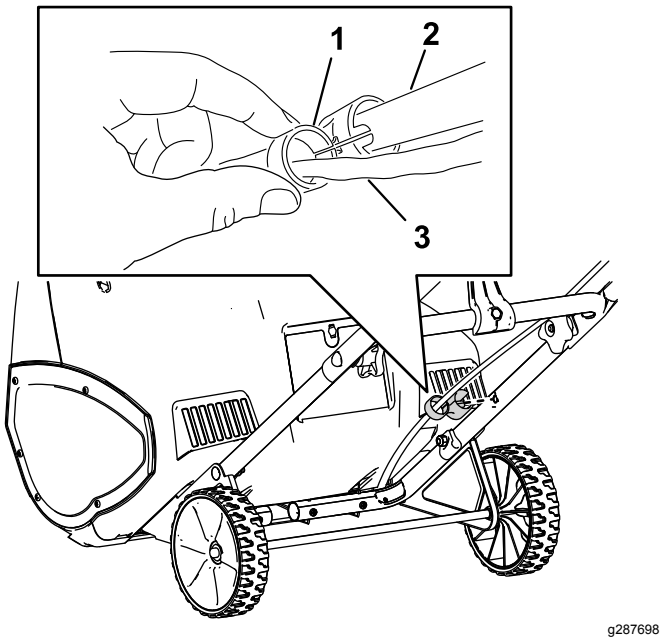

**Figura 2**
4. Fissate la guida del cavo alla stegola (Figura 2).